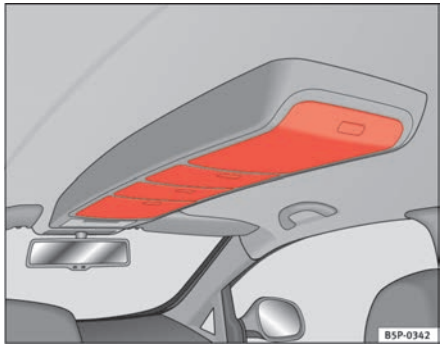

Fig. 104 Roof stowage compartments
– Press the button on the cover to open these compartments ⇒ fig. 104. The cover will then open.